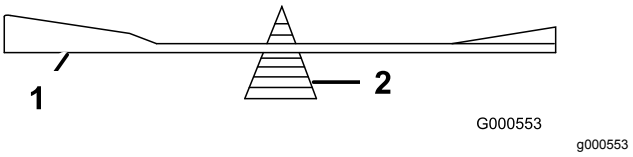

Figur 59
2. Kontrollera knivens balans med hjälp av en knivbalanserare (Figur 59).